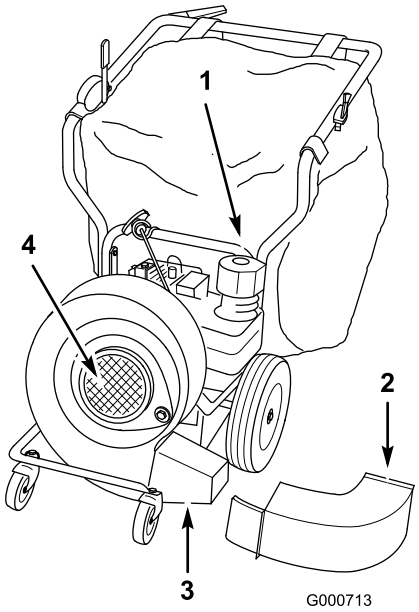

Figur 21
3. Tag posekraven af blæsemaskinens udkastningsrør (Figur 21). (Du kan også tage hele posen af, hvis du ønsker det.)
4. Afmonter låsebolten og låseskiven, der holder blæsemaskinens udkastningsrør fast, og afmonter røret (Figur 21).
5. Installer blæserrøret, og sæt det fast med de skiver og bolte, der blev afmonteret i trin 4 (Figur 21).
10. Løft blæserhuset en smule, og drej det 120° med uret (når du står med front mod blæseren) (Figur 21).
14. Installer blæserindtagsskærmen, og sæt dent fast med en af de skiver og låsemøtrikker, der blev afmonteret i trin 2 (Figur 21).